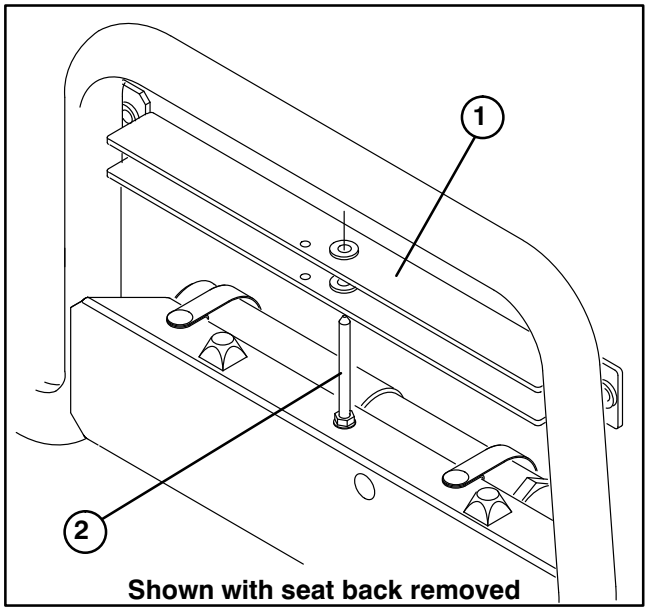

Figure 7
4. Mount cushion with seat back brackets and manual tube R−clamps to left seat back with (4) 5/16−18 x 5/8" lg. carriage bolts and flange locknuts.
5. Slide bed support onto storage stud (Fig. 7).